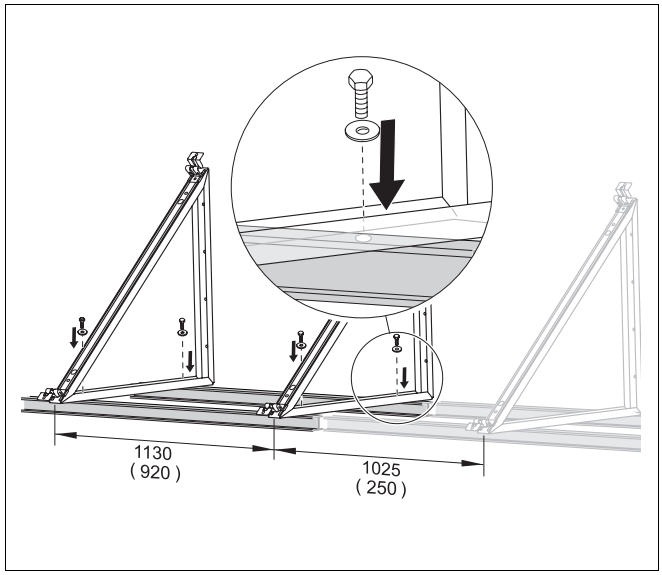

Afb. 37 Staander voor plat dak 45° naast elkaar op de onderconstructie monteren (maten in mm, maten tussen haakjes gelden voor de verticale uitvoering)
- Gebruik voor het bevestigen van de collectorsteunen enkel vulringen (afb. 37, **pos. 1**, pagina 33) conform DIN 9021 (3 × diameter van de schroeven = buitendiameter van de vulring).
- Monteer de twee collectorsteunen 45° (voor een collector, afb. 37) op een afstand van 1130 mm naast elkaar. De schroeven en vulringen moeten ter plaatse aangebracht worden.
- Monteer de twee collectorsteunen (afb. 37, pagina 33) op een afstand van 920 mm naast elkaar (gebruik enkel de uiterste boringen). De schroeven en de vulringen moeten ter plaatste aangebracht worden.